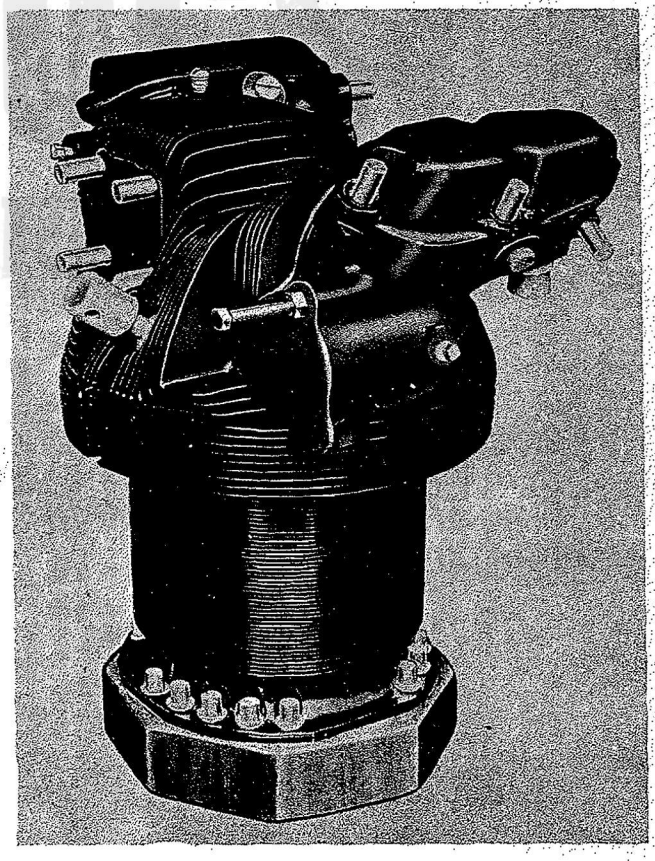

Figure 155—Method of Masking a Cylinder for Enameling
6. Install covers on the rocker boxes. Figure 155 shows a cylinder prepared for enameling.